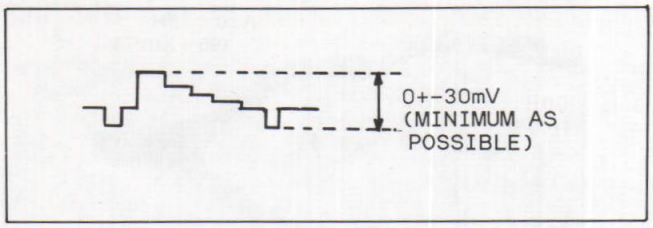

Fig. E12
4. Adjust the VR301 so that operational amplitude becomes 0 +− 30mV (minimum as possible) as shown in Fig. E12.